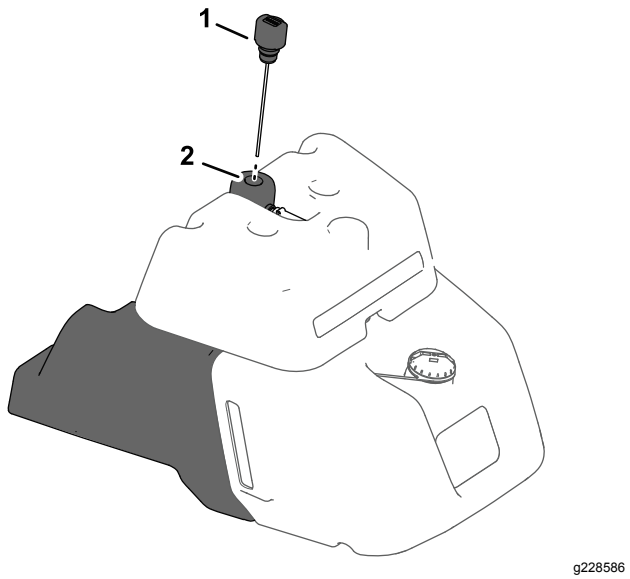

Figur 38
- Hvis maskinen har et drivstoffseglass på siden av drivstofftanken, finn peilestaven for hydraulikksystemet på toppen av hydraulikktanken (Figur 38), og fortsett til trinn 5.